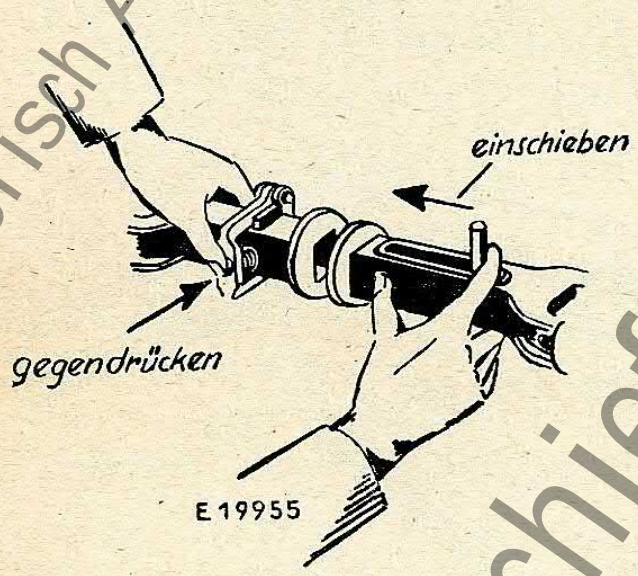

Bild 9.
**Getriebe mit Zapfwelle verbinden** (Bild 9).